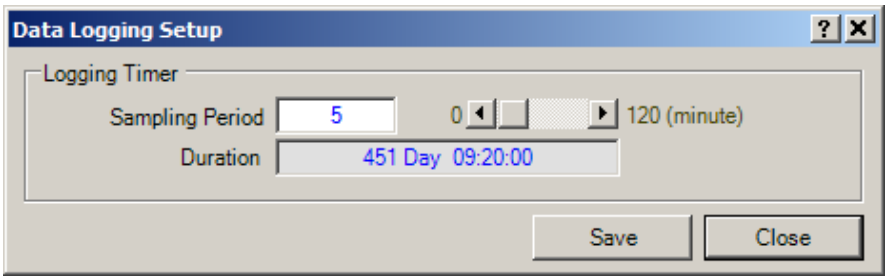

Figure 4-49 Data Logging Setup Dialog Screen
1. Select **Setup/Data Logging/Setup** from the TapTalk toolbar. TapTalk will display the Data Logging Setup dialog screen (Figure 4-49).